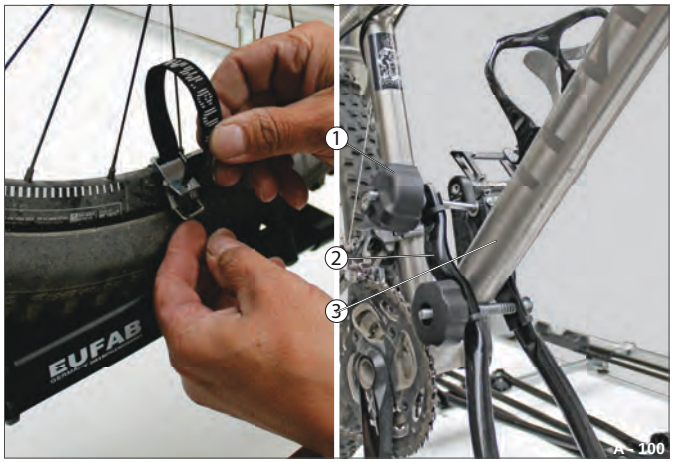

Fig. 96 Sikring af cykel
▶ Fastgør cykelstellet ved hjælp af bøjleholderen (Fig. 96 /2).
▶ Skru drejegrebene (Fig. 96 /1) fast.